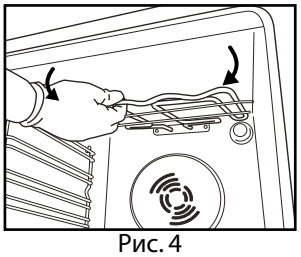
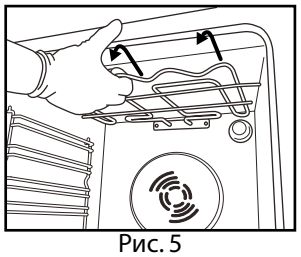

Рис. 4
Рис. 5
2. Слегка вытяните нагревательный элемент (*Рис. 4*) и опустите его вниз (*Рис. 5*).